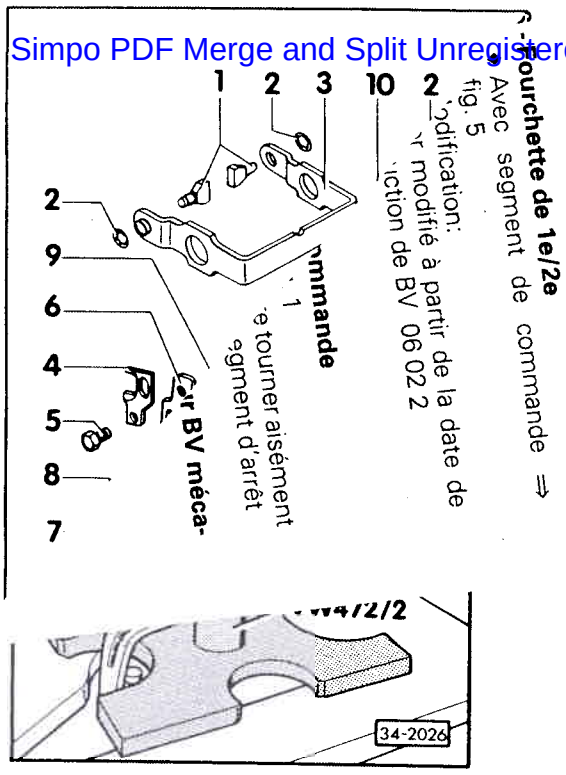

Fig. 3 Bague intérieure du roulement à billes: dépose
- ♦ Dépose ⇒ fig. 3
- Emmanchement à la presse ⇒ fig. 3